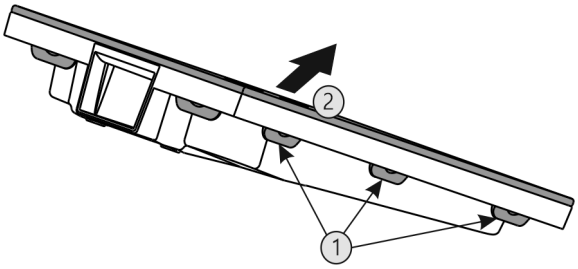

Fig. 52
▶ Последовательно нажать на все накладки *Fig. 52 (1)* и снять крышку *Fig. 52 (2)*.